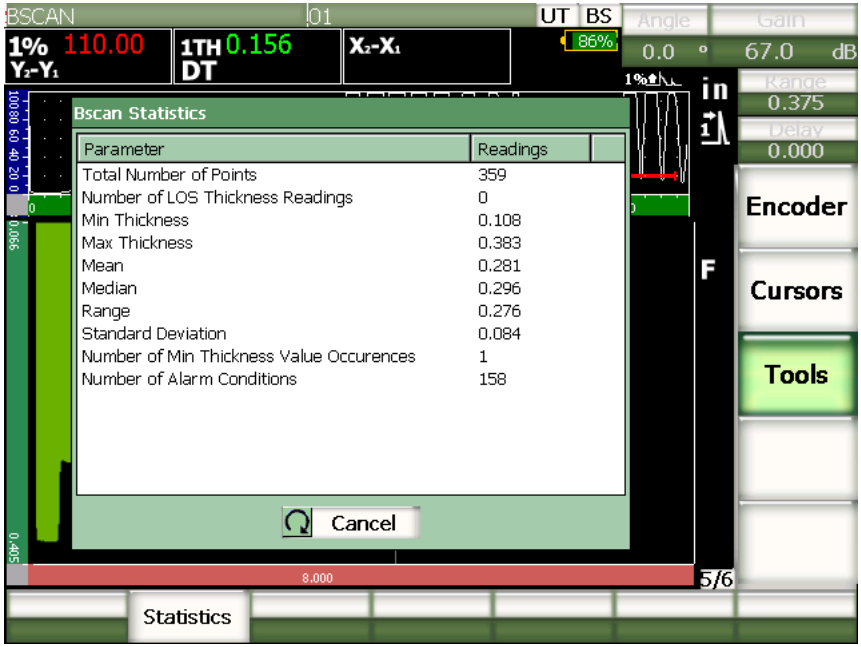

Figure 11-42 Viewing B-scan statistics
- Select **Tools > Statistics** when in review mode (see Figure 11-42 on page 298).